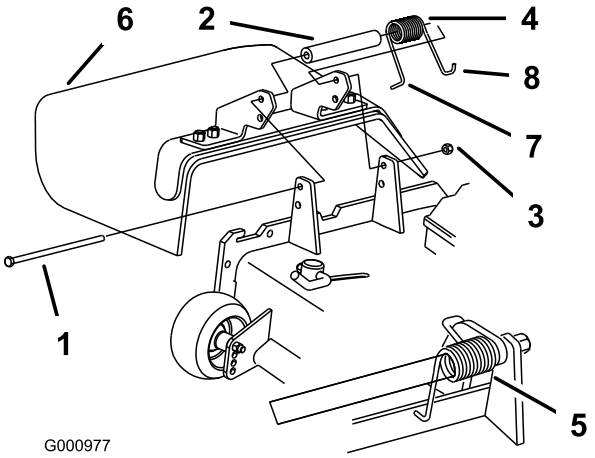

**Figur 89**
1. Fjern låsemutteren, bolten, fjæren og avstandsstykket som holder avlederen festet til svingbrakettene (Figur 89). Fjern den skadde eller slitte gressavlederen.
**Merk:** Påse at L-enden av fjæren er montert bak enhetskanten før du monterer bolten som vist i Figur 89
3. Monter bolt og mutter. Plasser J-krokenden av fjæren rundt gressavlederen (Figur 89).